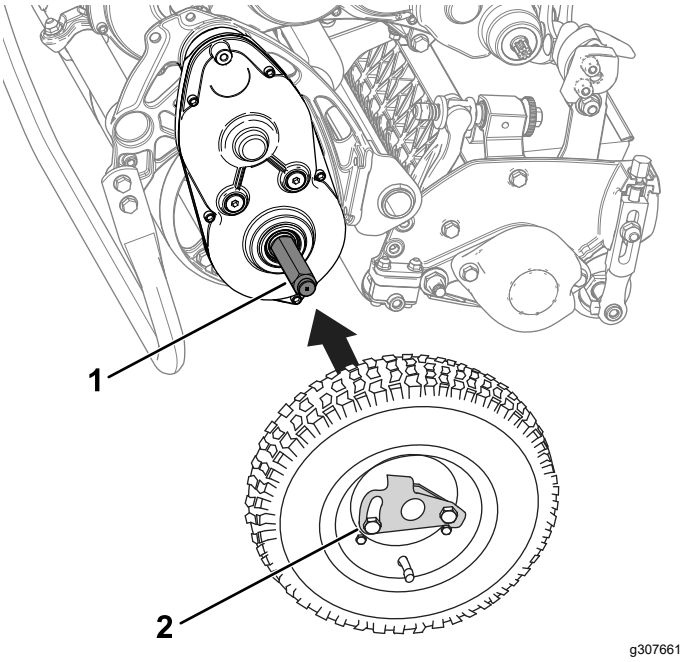

**Figure 21**
2. Insérez une roue sur un arbre (Figure 21).
3. Faites pivoter le clip de verrouillage (Figure 21) pour l'éloigner du centre de la roue et lui permettre ainsi de coulisser plus avant sur l'arbre.